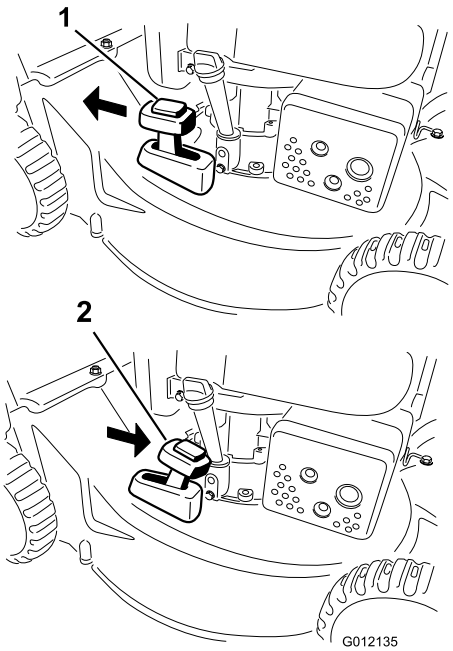

Figura 16
Per riciclare lo sfalcio, spostate la leva di comando del cesto nella posizione di **riciclaggio** (Figura 16).
2. Installate il cesto di raccolta; fate riferimento a Rimozione del cesto di raccolta (pagina 12) e spostate la leva di comando del cesto nella posizione di **raccolta** (solo modello 20836) come illustrato in Figura 16.
comando del cesto deve essere in posizione di **raccolta** (solo modello 20836) come illustrato in Figura 16.